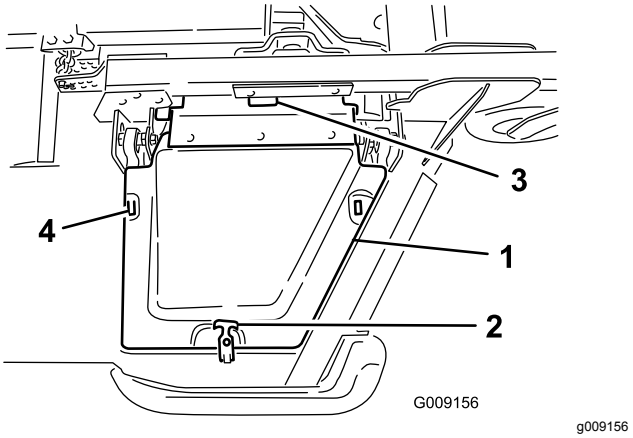

Figuur 6
8. Monteer de maaidekkap van de winglet en maak het vast met de rubberen vergrendeling (Figuur 6).